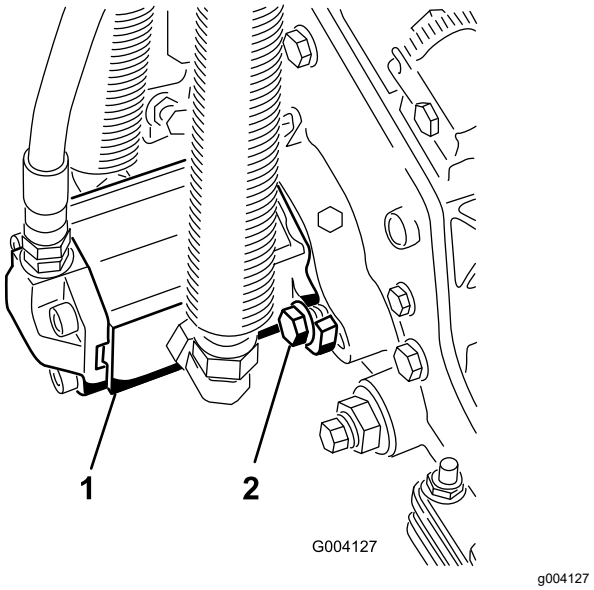

Figur 20
16. Installer motoren ved å rotere den med klokken slik at motorflensene går klar av skruene (Figur 20). Roter motoren mot klokken til flensene omringer skruene, og trekk deretter til skruene.